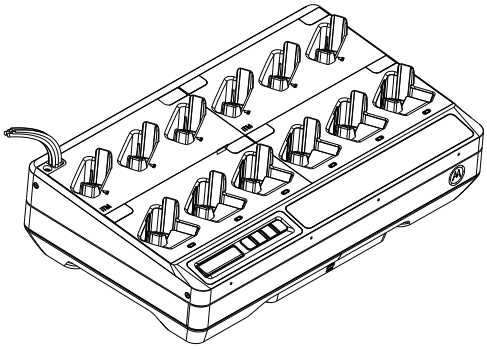

图 15：所有电缆从充电器的左上角输出。
6. 所有电缆从充电器的左上角或右上角输出 （请参阅图 15）。